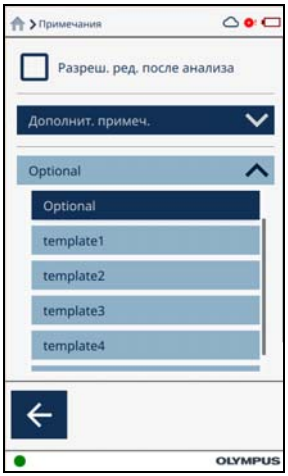

Рис. 2-27 Список опций примечаний
3. Нажмите на **Optional** (стрелка вниз) для отображения списка доступных опций примечаний (см. Рис. 2-27 на стр. 39). Шаблоны примечаний можно задать и отредактировать в программном обеспечении Vanta PC (см. *Руководство по пользовательскому интерфейсу ПО Vanta PC*).